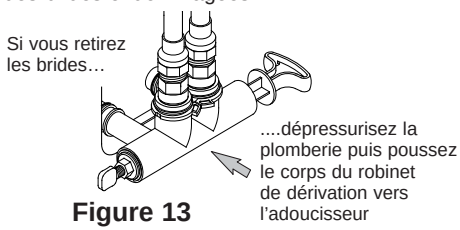

Figure 13
7. Vérifiez l'absence de fuites autour des brides et des orifices d'entrée et de sortie de l'adoucisseur. Si vous observez une fuite à une bride, dépressurisez la plomberie (fermez l'alimentation d'eau et les robinets ouverts) avant de retirer la bride. Lors du retrait des brides aux orifices d'entrée et de sortie de l'adoucisseur, poussez le corps du robinet de dérivation simple vers l'adoucisseur (voir Figure 13). Un retrait incorrect peut endommager les brides. Ne réinstallez pas des brides endommagées.